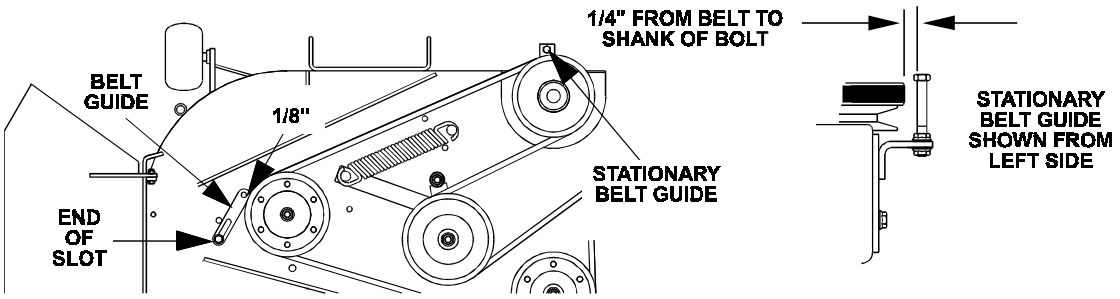

FIG. 10
c) For 52” & 62” units only - note belt guide bolted to deck near the shield support stud and right-hand pulley. Guide should be 1/8” away from the belt, with bolt-end of guide at end of slot (See Fig 10).